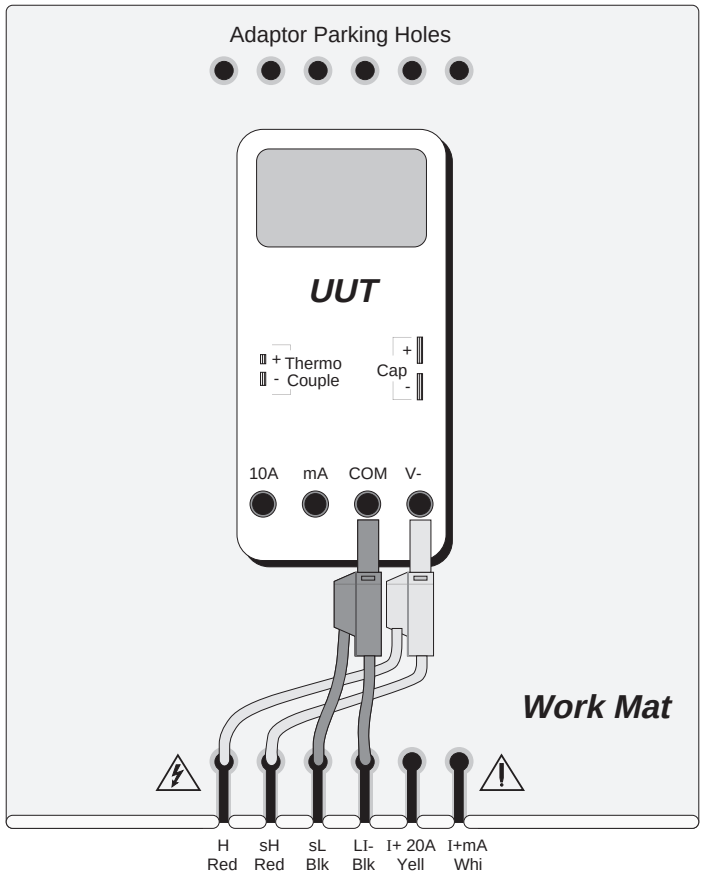

Fig. 4.11.2 Interconnections for % Duty UUT Calibration
The general connection scheme for UUT calibration is illustrated in *Fig. 4.11.2*.
1. **Connections** — Connect the 9100 to the UUT as shown in *Fig. 4.11.2*, and ensure that both instruments are powered ON and warmed up.
1. Connections Connect the 9100 to the UUT as shown in *Fig. 4.11.2*, and ensure that both instruments are powered ON and warmed up.